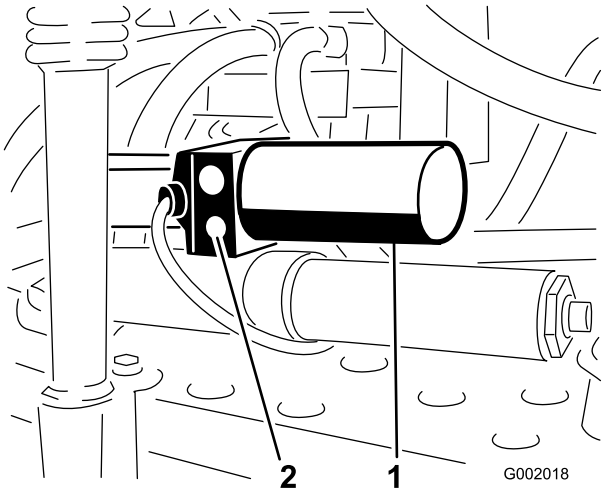

Figur 59
1. Find den manuelle aflastningsventil på aktuatoren for hver bom. Den manuelle aflastningsventil er den mindste ventil. Den findes kun på den ene side af aktuatoren (Figur 59).